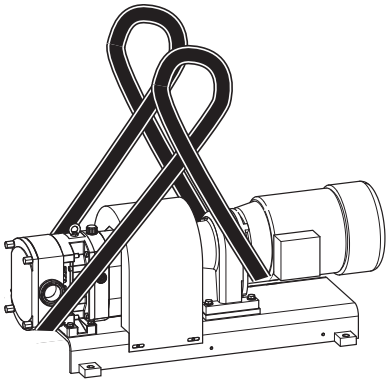

Abb. 13 Transport mit Rundschlinge, exemplarisch dargestellt an der FL 100
Rundschlinge um Getriebemotor legen, siehe *Abb. 13 „Transport mit Rundschlinge, exemplarisch dargestellt an der FL 100“, Seite 9*.
2. Das andere Ende der Rundschlinge um das Pumpengehäuse legen, siehe *Abb. 13 „Transport mit Rundschlinge, exemplarisch dargestellt an der FL 100“, Seite 9*.